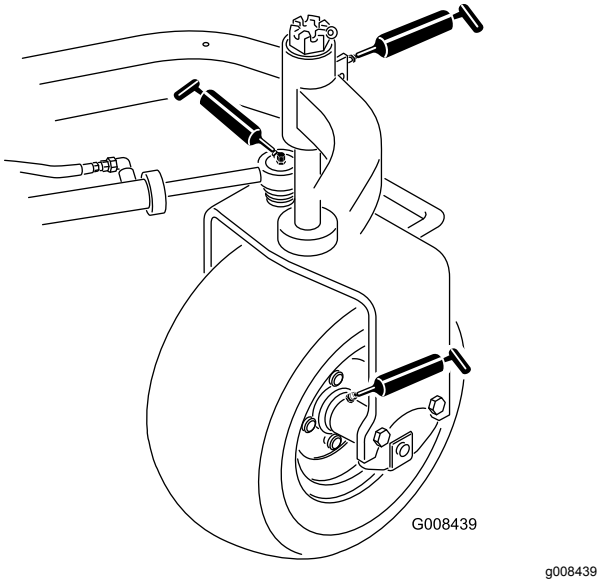

**Figur 29**
- Bakre hjulnav (1) (Figur 29)
- Svänghjulslager (1) (Figur 29)
- Styrcylinder (2) (Figur 29)